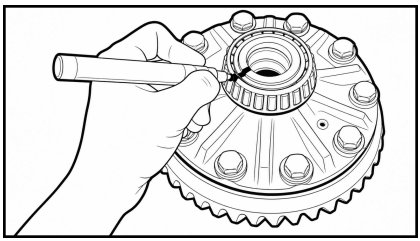
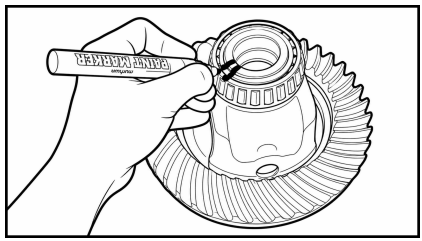

Рис. 8
Рис. 9
1.12 Промаркируйте внутренние обоймы подшипников, которые будут использоваться повторно: одна метка — со стороны ведомой шестерни, две метки - с противоположной стороны. Это необходимо для того, чтобы каждая повторно используемая внутренняя обойма подшипника была установлена с той же стороны, что и соответствующая ей наружняя обойма, оставшаяся в корпусе редуктора. (**Рис. 8**, **Рис. 9**)